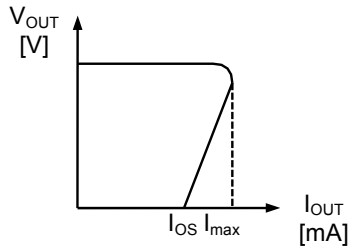

Figure 19
Short-circuit protection circuit has three kinds characteristics according to input voltage (V_{IN}) as shown in **Figure 19 to 21**.
(1) At the time of voltage detection, the voltage regulator is shutdown and load current is cut. Therefore, VIN pin voltage increases by $\Delta V_{IN}=I_{IN}\times R_{IN}$, where the current flowing into R_{IN} is set to I_{IN}. Hence, if ΔV_{IN} exceeds hysterisis width (V_{HYS}), oscillation starts immediately after detection and continues. It is necessary to set ΔV_{IN} less than V_{HYS}.
(2) At the time of voltage release, the voltage regulator is powered on and load current flows. Therefore, if ΔV_{IN} exceeds hysterisis width (V_{HYS}), oscillation starts immediately after release and continues. It is necessary to set ΔV_{IN} less than V_{HYS}. Also at the time of voltage release, the rush current to charge output capacitor (C_{OUT}) flows. Hence, oscillation momentarily starts until the output of regulator (V_{OUT}) rises high enough even though ΔV_{IN} is set less than V_{HYS}. But Short-circuit protection circuit controls the rush current less than I_{MAX} on Figure 19 to 21. If this momentary oscillation is a problem in your applicaion, setting R_{IN} less than V_{HYS}/I_{MAX} prevents oscillation.